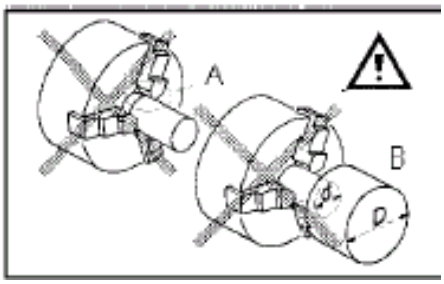

Рис.11
Избегайте коротких длин зажима (A, Рис.11) или зажимов заготовок за малый диаметр (B).